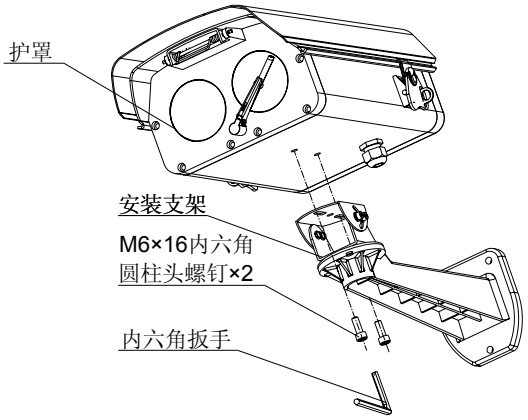

图 3-10
3.3.8 护罩内部连接好之后，将锁扣和防水接头拧紧，再按照如图 3-10 所示，使用配件中的内六角扳手将 2 个内六角圆柱头螺钉 M6×16、安装支架和护罩固定在一起，安装完成。